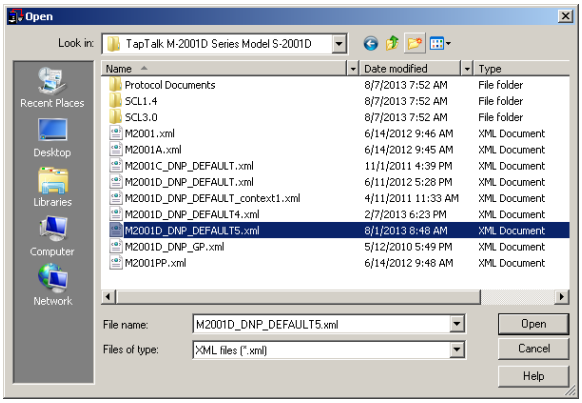

Figure 3-80 DNP Open File Dialog Screen
2. Select **OK.** TapTalk will display the Open File Dialog screen (Figure 3-80) with a default *.xml file extension.